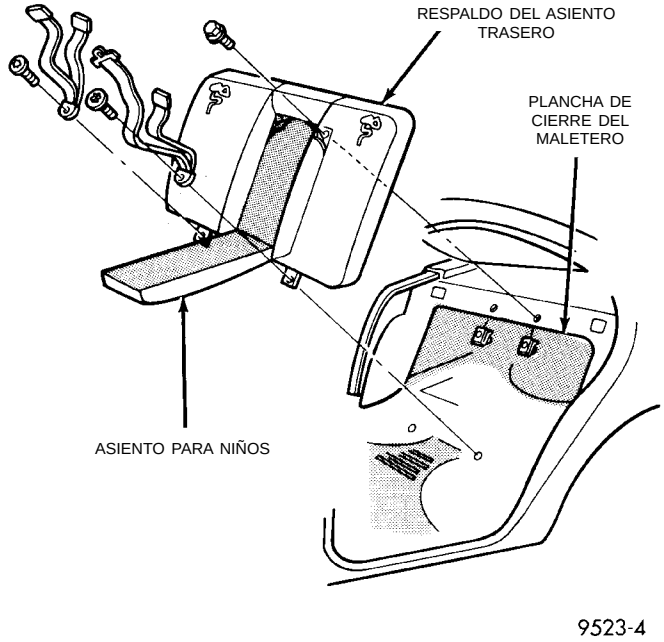

Fig. 4 Respaldo de asiento de sujeción para niños
(1) Retire el cojín del asiento trasero.
(2) Abra el asiento para niños y retire el forro.
(3) Retire los pernos que sujetan el marco del respaldo a la plancha de cierre del maletero a través de los orificios de acceso en el módulo del asiento para niños (Fig. 4).
(4) Retire los pernos que sujetan la parte inferior del respaldo del asiento trasero y los cinturones de seguridad al suelo.
(5) Eleve el respaldo del asiento para desacoplar los ganchos de retención de la plancha de cierre del maletero.
(6) Separe el respaldo del asiento trasero del vehículo.